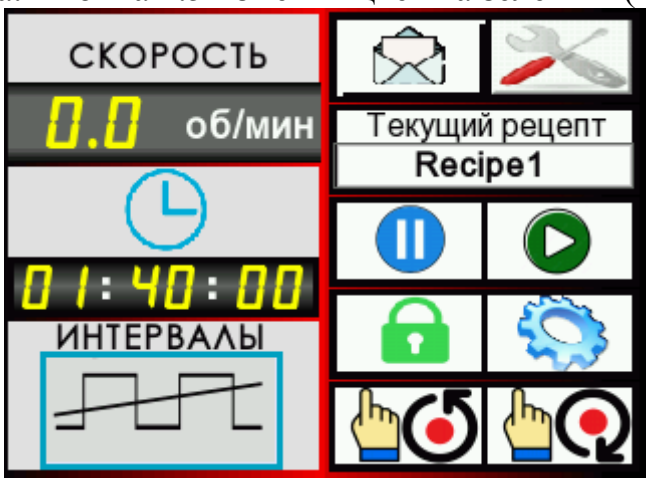

Рисунок 29 – Главный экран. Завершение цикла
6.6.1 После завершения обратного отсчета времени шага цикла барабан мельницы плавно замедлится до остановки. В представленном примере для исполняемого рецепта Recipe 1 задан цикл без интервалов, поэтому цикл автоматически завершится. В поле 1.12 отобразится исходное значение общего времени цикла. Кнопка 1.5 изменит цвет на зеленый (Рисунок 29).